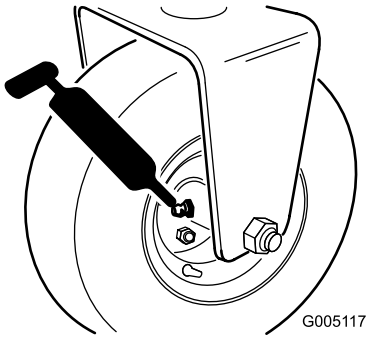

Bild 35
- Heckrollennabe, oder bei einem Dreiradantrieb, Rollenkupplungen des Hinterrads und externes Kugellager (1) (Bild 35)